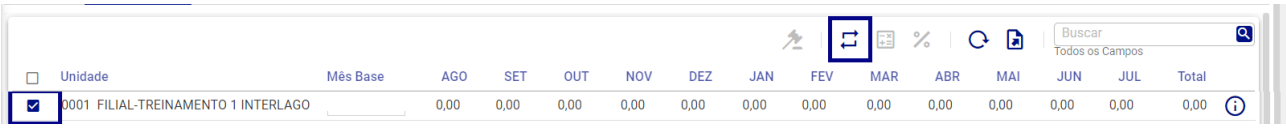

Figura 323: Repetição de Valores
- **Repetição de Valores (Figura 323):** Permite replicar o valor de um mês selecionado para os meses subsequentes.